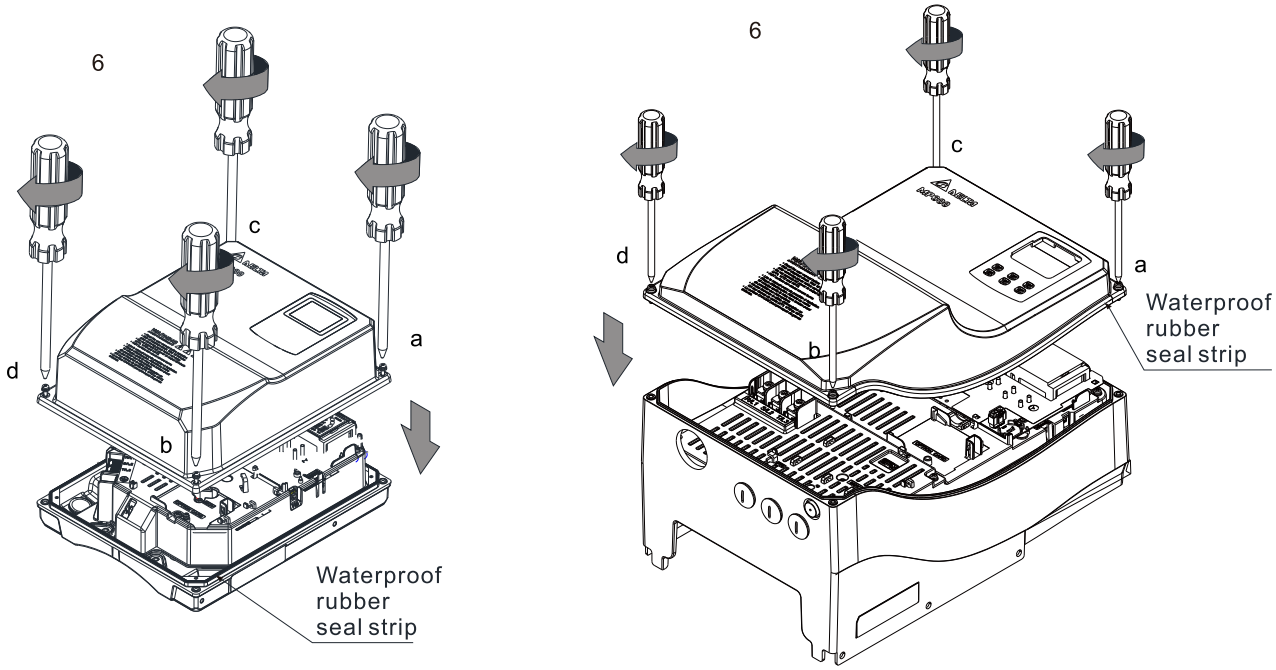

Figure 5-3 Left: frame A, B; Right: frame C
- Use the specified ring lug for main circuit terminal wiring. See Figure 5-3 and Figure 5-4 for ring lug specifications. For other types of wiring, use the wires that comply with the local regulations.